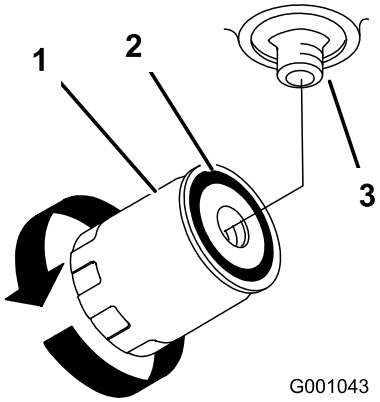

Figur 72
7. Stryk på ett tunt lager ny hydraulolja på utbytesfiltrets gummipackning (Figur 72).
9. Fyll hydraultanken med hydraulolja tills den flödar över vid filtret, och vrid sedan oljefiltret medsols tills gummipackningen kommer i kontakt med filteradaptern. Dra sedan åt filtret ytterligare 1/2 varv (Figur 72).